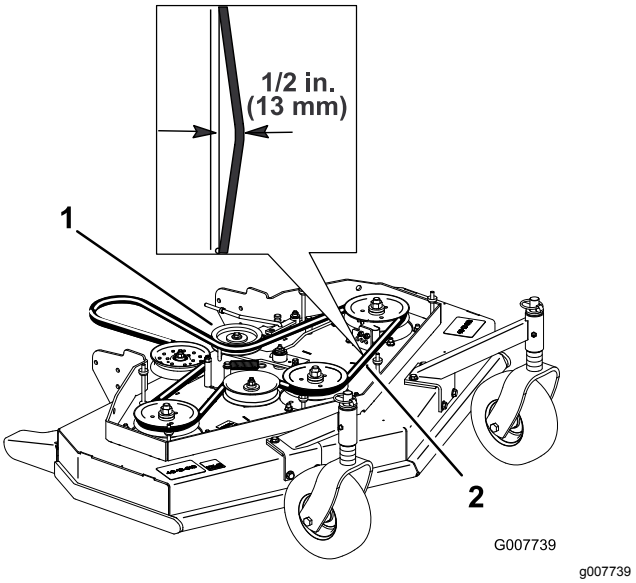

Figuur 45
4. Verwijder de spanpoelie en de versleten riem (Figuur 45).
Opmerking: De juiste drijfriemspanning bedraagt 44 tot 67 N met een speling van 13 mm halverwege tussen de poelies (Figuur 45).